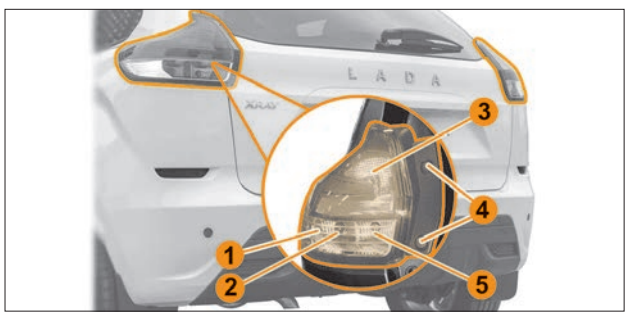
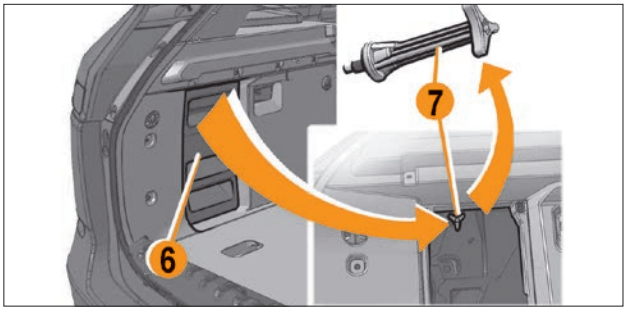

Рис. 8.12. Задние фонари
Рис. 8.13. Снятие обивки и винта
Для замены лампы в заднем фонаре сначала необходимо снять сам фонарь, для этого (рис. 8.12):
- откройте дверь задка, обеспечив доступ к самонарезающим винтам **4** и винту **7** (рис. 8.13) крепления фонаря **1** (см. рис. 8.12);
- открутите винт **7** (см. рис. 8.13) из багажного отделения, для этого необходимо снять пластиковую обивку **6**, потянув ее в направлении, указанном на рисунке;
- аккуратно снимите фонарь **1** (см. рис. 8.12), потянув его на себя;